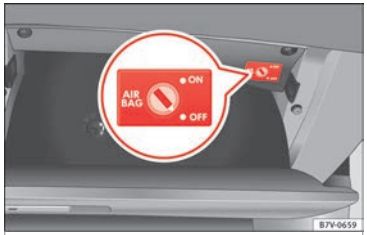

Fig. 22 In the glove compartment on the front passenger side: Key switch for enabling and disabling the front passenger front airbag.
- Insert the key into the slot of the switch for deactivating the front passenger airbag ››› **Fig. 22**. About 3/4 of the key should enter, as far as it will go. »
- Insert the key into the slot of the switch for deactivating the front passenger airbag ››› Fig. 22. About 3/4 of the key should enter, as far as it will go.